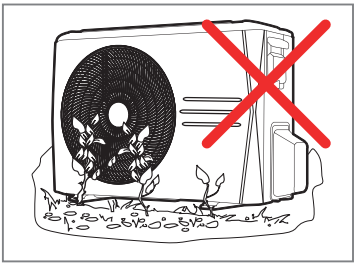

FIG. 1 - DESNIVELAMENTO UN. CONDENSADORAS
- A unidade deve estar corretamente nivelada após a instalação. Recomenda-se não instalar diretamente sobre superfícies irregulares, tal como grama, pois acabará por prejudicar o nivelamento desta (Fig. 1).